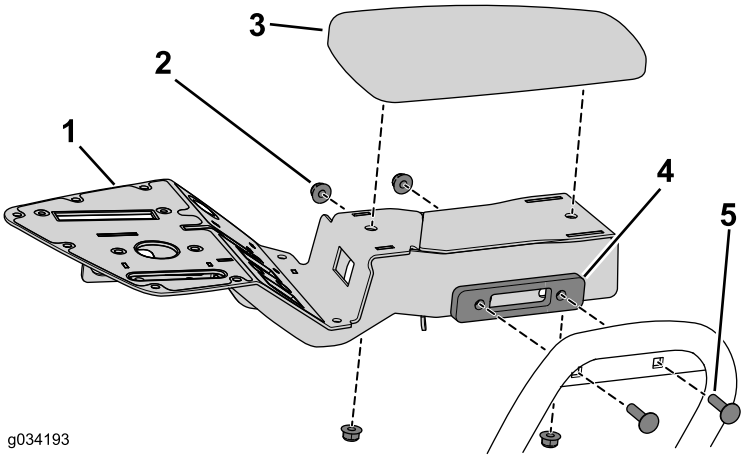

图16
2. 使用之前卸下的 2 个托架螺栓和凸缘螺母固定控制台支架（图16）。
3. 使用之前卸下的 2 个凸缘螺母，将扶手固定至控制台总成（图16）。